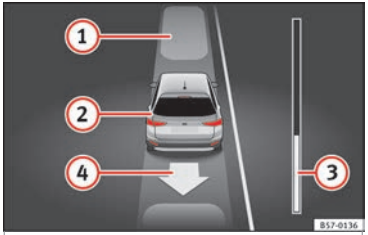

Fig. 205 On the instrument panel display: exiting a parallel parking space.
Key to the **Fig. 205**:
The progress bar ››› Fig. 205 ③ indicates the distance to cover ››› page 236.